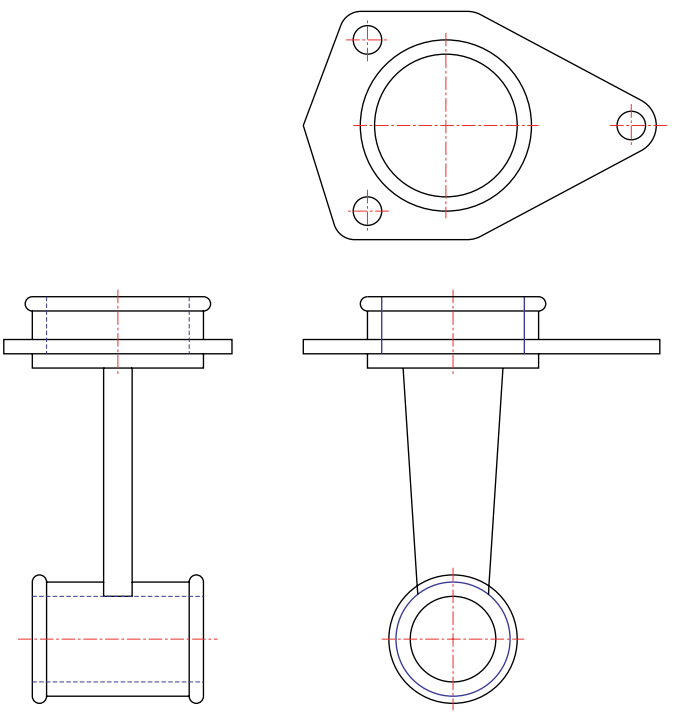

Fig. 10.15 Example – **External references** – original drawing
1. Construct the three-view orthographic drawing in Fig. 10.15. Dimensions of this drawing will be found on page 276. Save the drawing to a suitable file name.